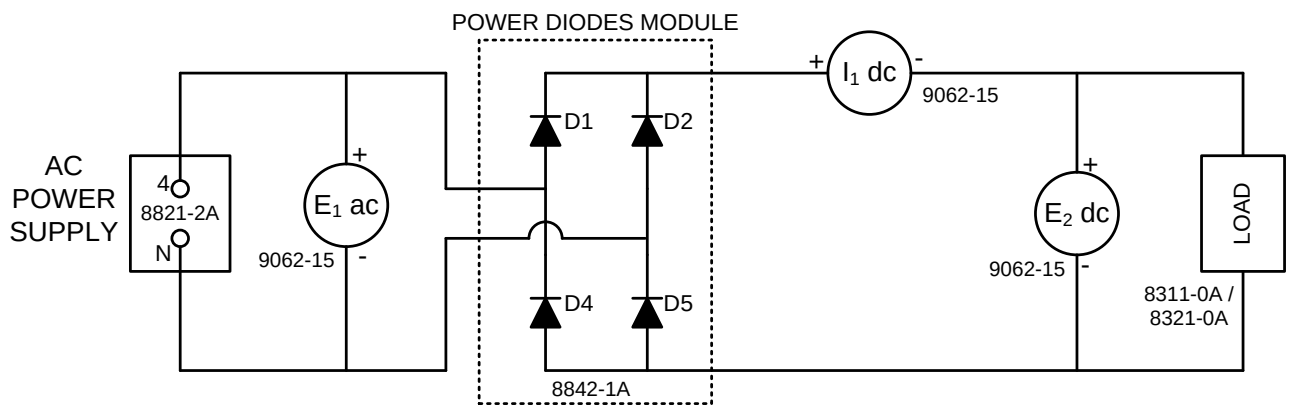

Figure 2
2. Set up the circuit of Figure 2 using resistive load. *To simplify the connecting the power diode set the switch **S1** on the power diodes module to the position **1**.*